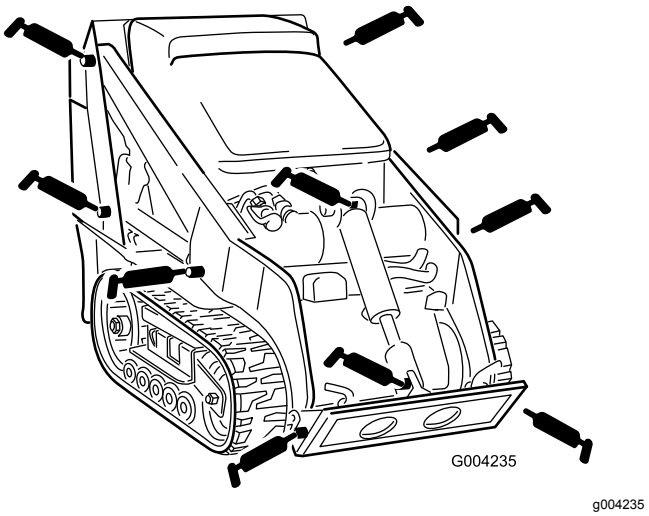
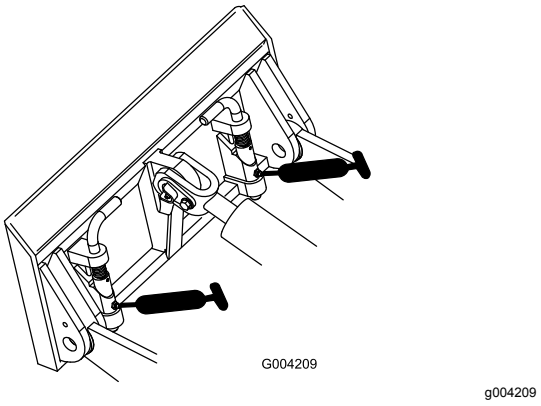

Rysunek 28
Rysunek 29
4. Podłącz smarownicę do obu smarowniczek (Rysunek 28 i Rysunek 29).